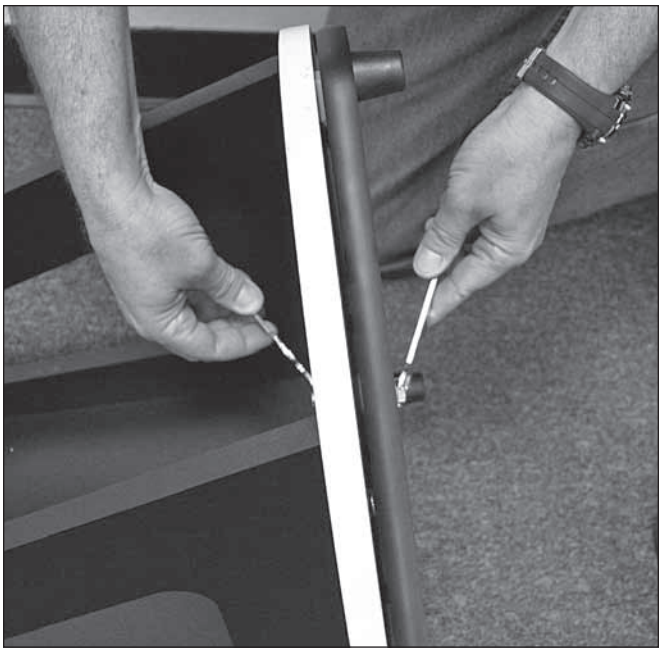

Abbildung 6. Verwenden Sie die beiden mitgelieferten Maulschlüsseln, wie gezeigt, um die untere Basisplatte an der obere Basisplatte zu befestigen.
10. Platzieren Sie nun die übrige Metallscheibe (K) auf der Schraube, gefolgt von der Kontermutter (M). Verwenden Sie die beiden enthaltenen Gabelschraubenschlüssel, um die Kontermutter mit einem der Schraubenschlüssel zu drehen, während Sie den Kopf der Sechskantschraube mit dem anderen festhalten, oder umgekehrt (**Abbildung 6**). Ziehen Sie die Kontermutter mit dem Schlüssel so fest an, dass beim Anheben der Montierung noch ein winziger Abstand zwischen